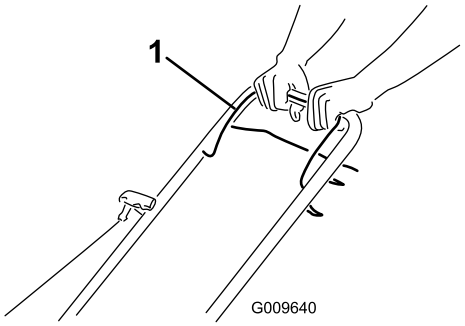

Figur 10
1. Håll knivstyrstången (Figur 10) mot handtaget.